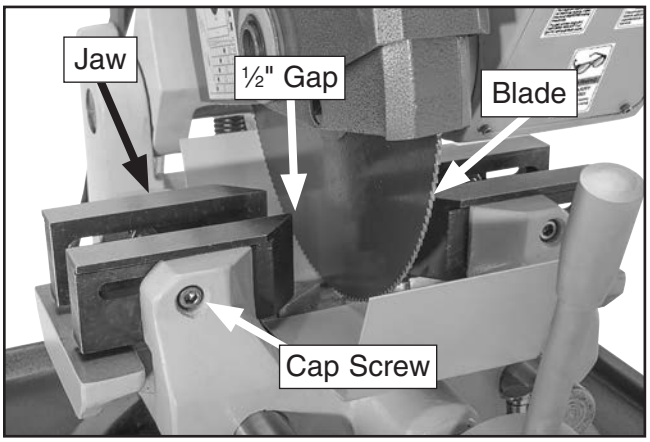

Figure 18. Correct blade clearance setting.
6. Position each vise jaw approximately ½" away from blade (see **Figure 18**).